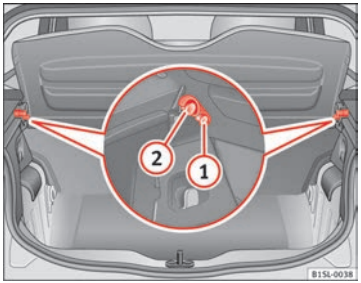

Fig. 68 In the luggage compartment: removing and installing the rear shelf
Lift up the rear shelf and secure it into the side locks ⇒ Fig. 68 (1). Check that it is correctly engaged. To lower the rear shelf, press it until it is released from the locks.